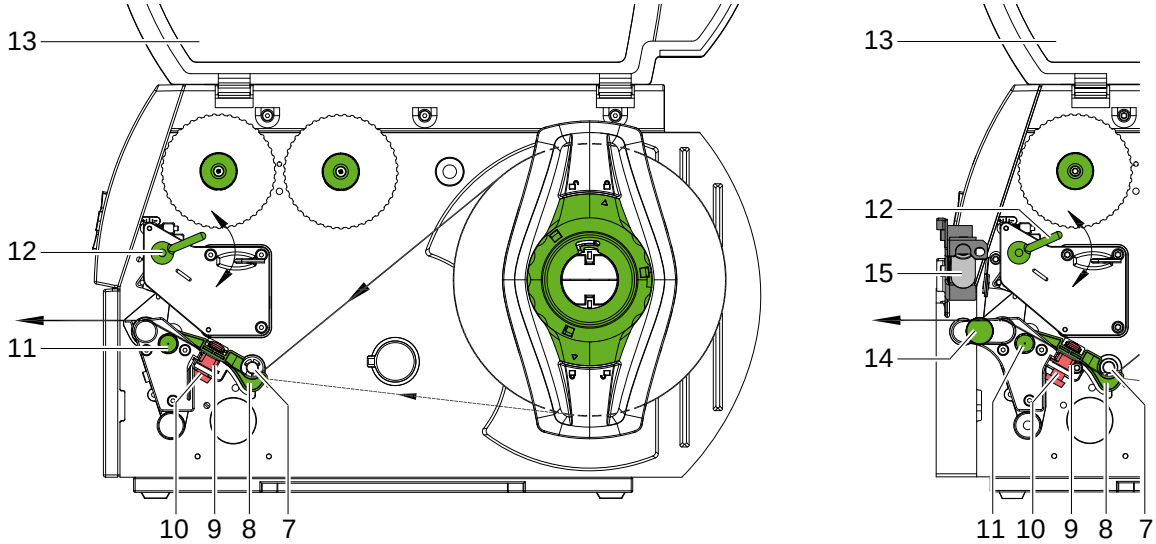

图 8 标签纸进纸路径
▶ 转松标签感测器固定旋钮(10/图 8)并透过移动旋钮来定位标签感测器位置。借此感侧器可侦测到标签纸之间的间隔位置、标签纸的辨识用孔位或反射式黑条。
▶ 转紧标签感测器固定旋钮(10/图 8)。